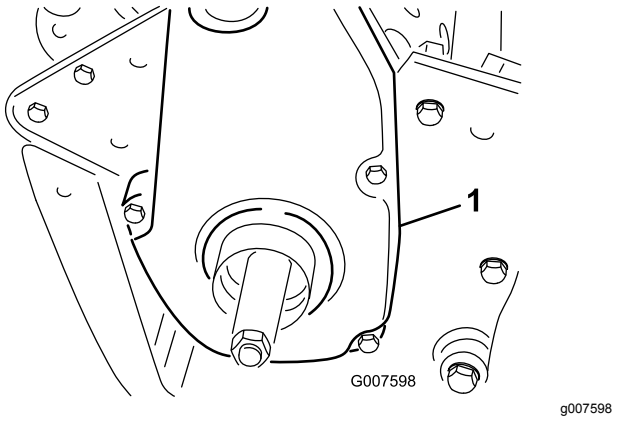

Figuur 43
1. Verwijder de bevestigingen van de drijfriemkap en de drijfriemkap zodat u bij de riem kunt komen (Figuur 43).